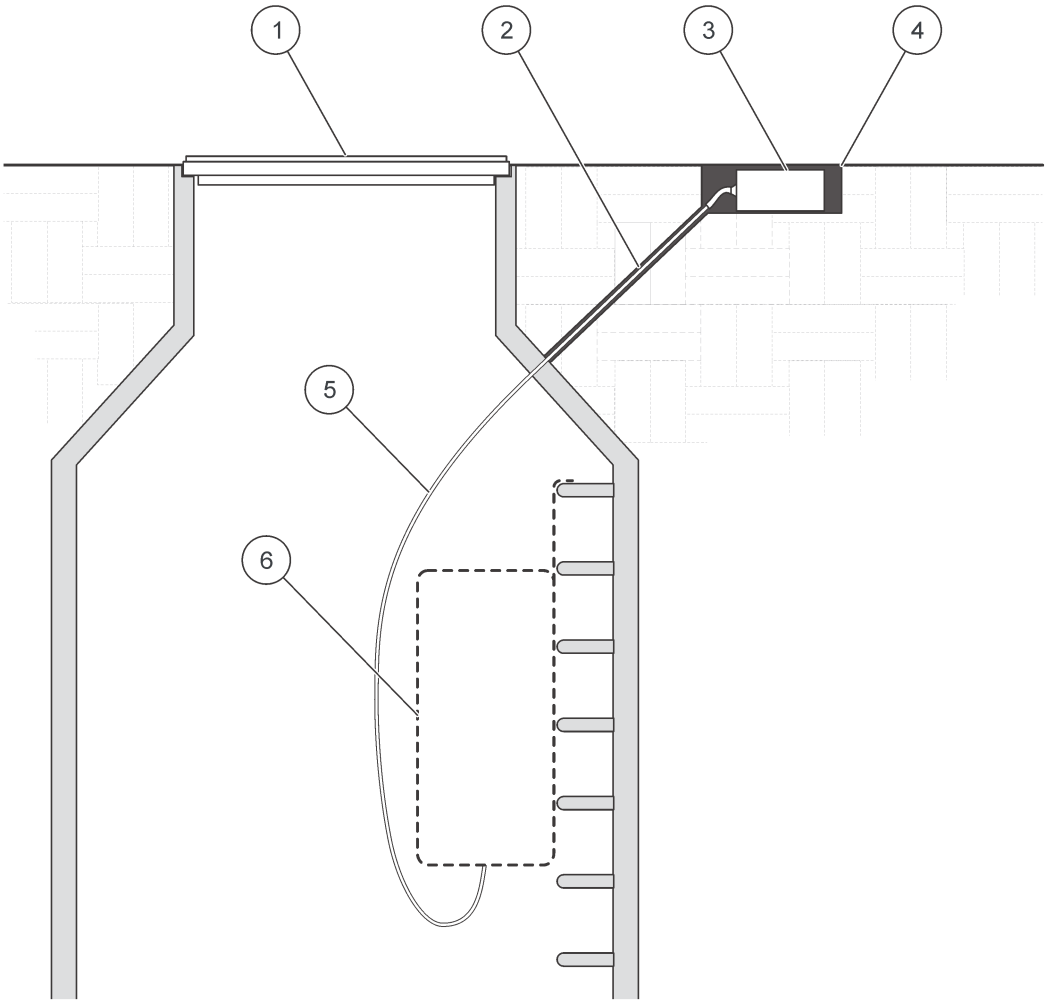

Figure 1 Burial antenna assembly
The Burial Antenna provides a means of cellular communication between the Flo-Dar XT Flow Meter and the local cellular network. The Cellular Burial Antenna is intended for burial beneath the road surface adjacent to a manhole or vault that is being monitored (Figure 1).
3. Drill a ¾ to 1-inch hole from the bottom of the excavated hole closest to the manhole into the manhole, below the steel manhole cover support ring. Refer to Figure 1.